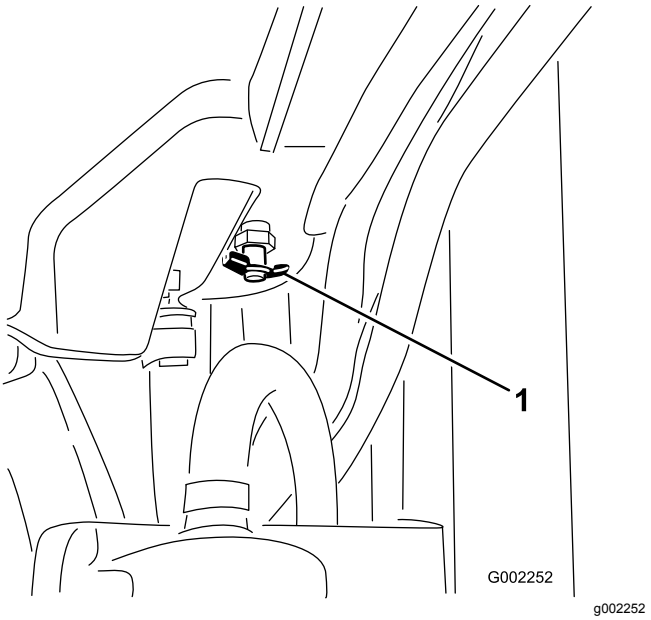

Figur 86
4. Åpne tappeventilen og tapp kjølevæsken ut i fatet (Figur 86).
6. Fjern radiatorlokket (Figur 86).
10. Når kjølevæsken har blitt varm, etterfyll kjølevæske til nivået når opp til lokket og skru lokket tett til (Figur 86).
11. Åpne ekspansjonstanklokket og fyll tanken med kjølevæske til Cold-nivået (Figur 86).